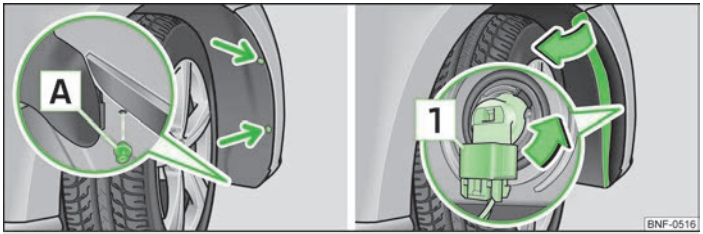

Fig. 124 **Front wheel houe: Changing light bulbs for fog lights**
- Unscrew the two attachment bolts on the wheel house trim with the screwdriver » page 127, *Vehicle tool kit* (arrows) » Fig. 124.
- Undo the expanding rivet A » Fig. 124 below on the wheel house trim with a flat, dull object, such as a coin, remove.